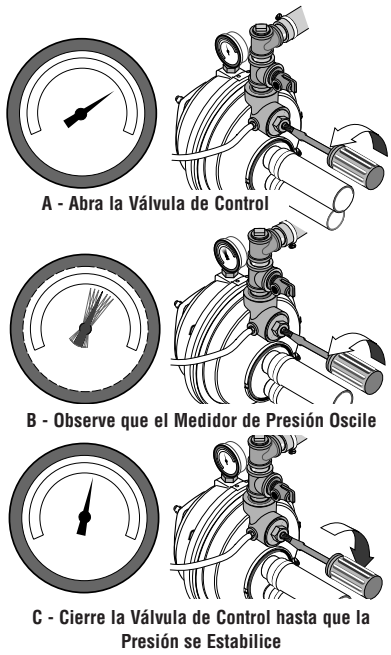

Figura 17: Fije la Válvula de Control
5. Una vez que la presión haya aumentado y se haya estabilizado en aproximadamente 50 PSI, abra lentamente la válvula de control (vea la Figura 17) y permita que la presión caiga hasta que la aguja del medidor de presión comience a oscilar (vea la Figura 17). Ahora su bomba está operando en su punto más eficiente.